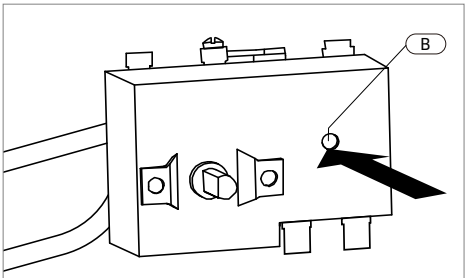

Fig. 9
- Appuyez fermement sur le bouton de réinitialisation (Fig. 9, [B]) avec la pointe d'un stylo à bille ou un objet similaire.